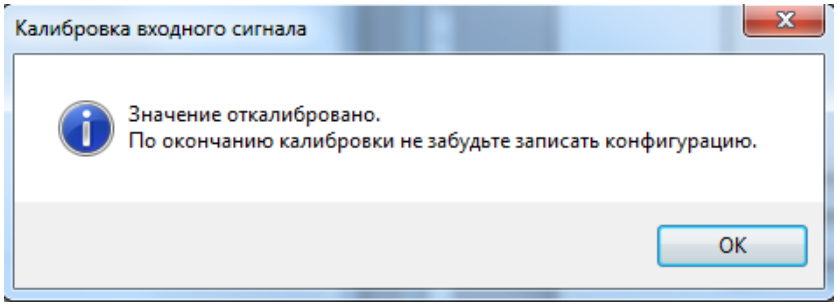

Рисунок 3 – Информационное окно
- дождаться информационного окна об успешной калибровке сигнала (рисунок 3).